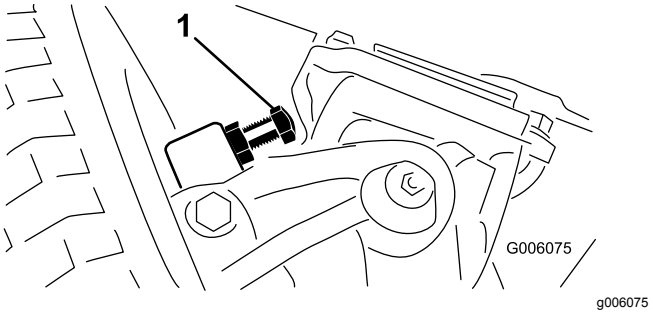

Figuur 70
1. Draai de bouten in of uit totdat de afstand 2,3 mm bedraagt; zie Figuur 70.